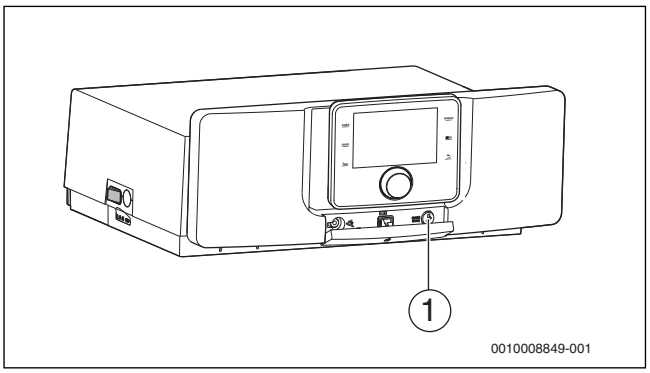

*Bild 20 Schornsteinfeger-, Reset- und Notbetrieb-Taste an der Bedieneinheit*
Da der Brenner werkseitig im Störungszustand ausgeliefert wird, müssen Sie den Brenner vor der ersten Inbetriebnahme entstören, indem Sie die Reset-Taste (→Bild 20, Seite 15) drücken. Oder Reset-Taste am Feuerungsautomat drücken (wie folgt beschrieben).
Da der Brenner werkseitig im Störungszustand ausgeliefert wird, müssen Sie den Brenner vor der ersten Inbetriebnahme entstören, indem Sie die Reset-Taste (→Bild 20) drücken. Oder Reset-Taste am Feuerungsautomat drücken (wie folgt beschrieben).
- ▶ Um die Abgastest-Funktion an der Bedieneinheit aufzurufen, Schornsteinfeger-Taste drücken (→Bild 20).